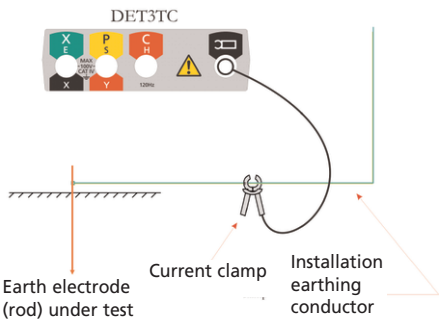

Figure 8: Connections for measuring current using the current clamp
1. With the selector switch in the ‘OFF’ position, connect the instrument, as shown in Figure 8 and close the ICLAMP around the earthing conductor under test.